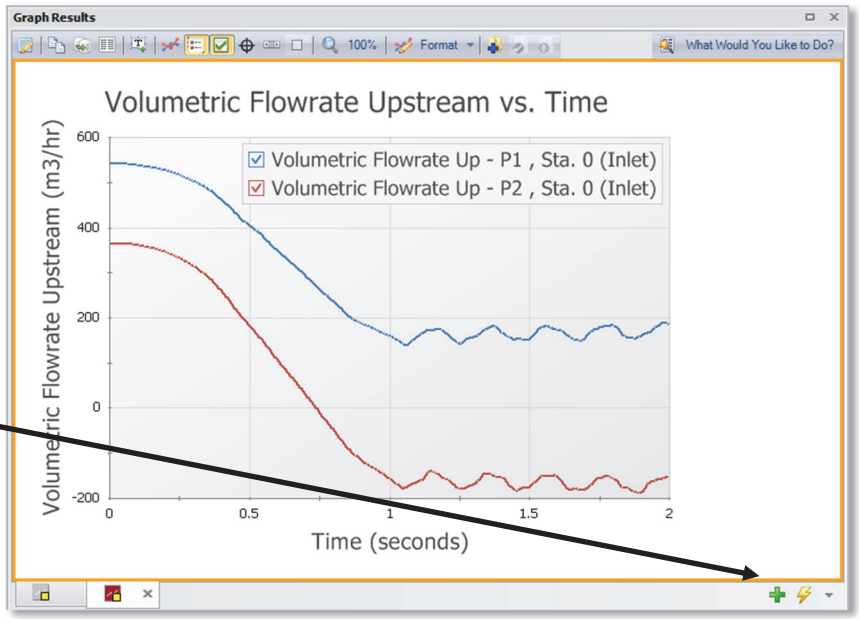

Figure 2.27 Transient flowrates out of the reservoirs
- **Create a new graph tab** by clicking the "New Tab" button which is the green plus icon located on the bottom right, immediately below the graph area (Figure 2.27)
- **Click the Generate** button to display the graph. A graph of these stations shows the flowrates out of the two supply reservoirs. Note that after the valve closes, the fluid in Reservoir J1 flows to Reservoir J2 (Figure 2.27).